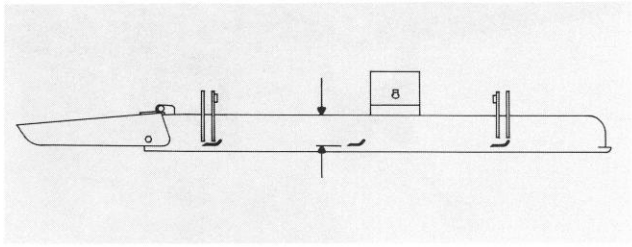

Figure 28
2. Rotate blade until the ends face forward and backward (Fig. 28). Measure from inside of cutting unit to cutting edge at front of blade (Fig. 28), and remember this dimension.